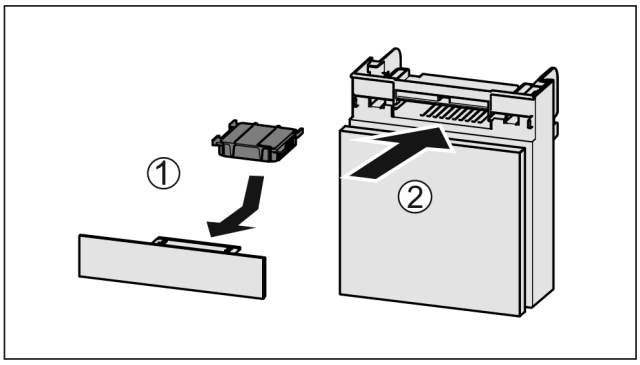

Fig. 133
▶ Insert the carbon filter as shown in the diagram *Fig. 133 (1)*.
▶ Push the compartment in *Fig. 133 (2)*.